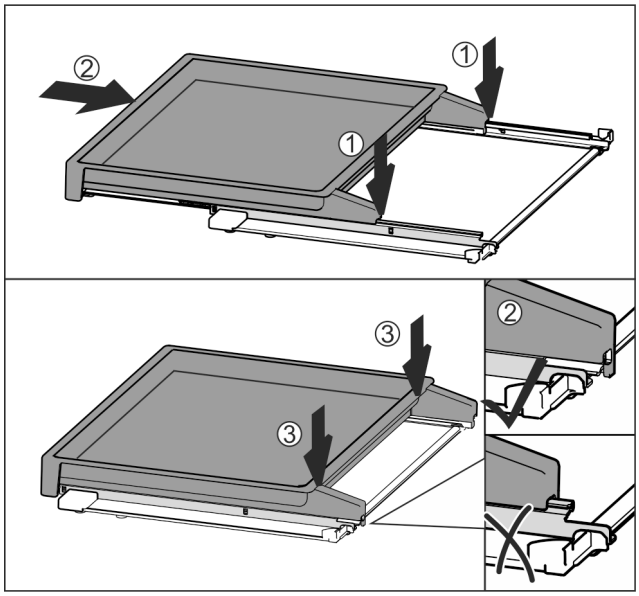

Fig. 155
- ▶ Mittig auf Schienen aufsetzen *Fig. 155 (1)*.
- ▶ Auszugsbord vollständig einschieben *Fig. 155 (2)*.
- ▶ An hinterer Seite drücken bis es hörbar einrastet *Fig. 155 (3)*.